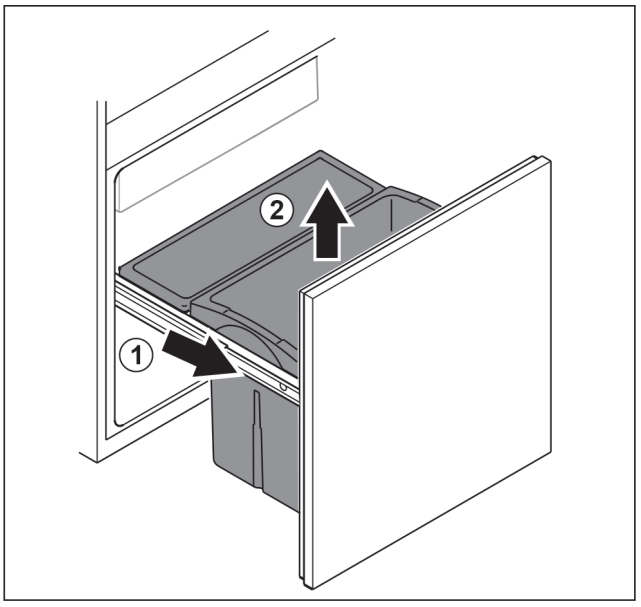

Fig. 148
- ▶ Scoateți căruciorul de extragere până la opritor. *Fig. 148 (1)*
- ▶ Scoateți sertarul în sus. *Fig. 148 (2)*